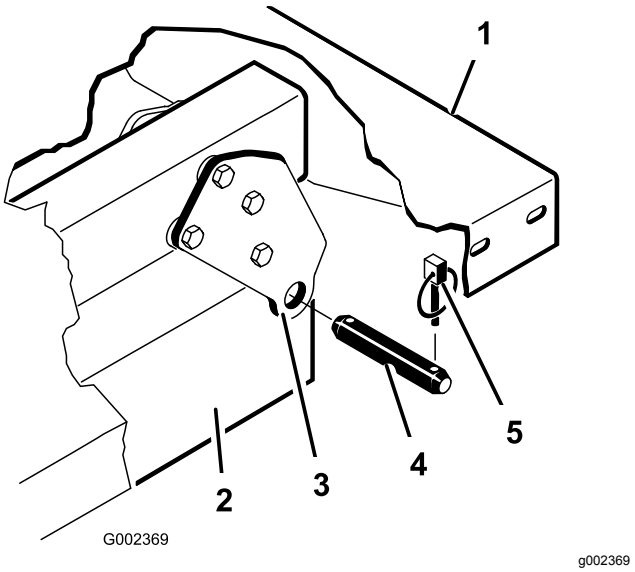

Figuur 4
6. Verwijder de lynchpennen en gaffelpennen waarmee de draaibeugels van de laadbak bevestigd zijn aan de framekanalen van de machine (Figuur 4).